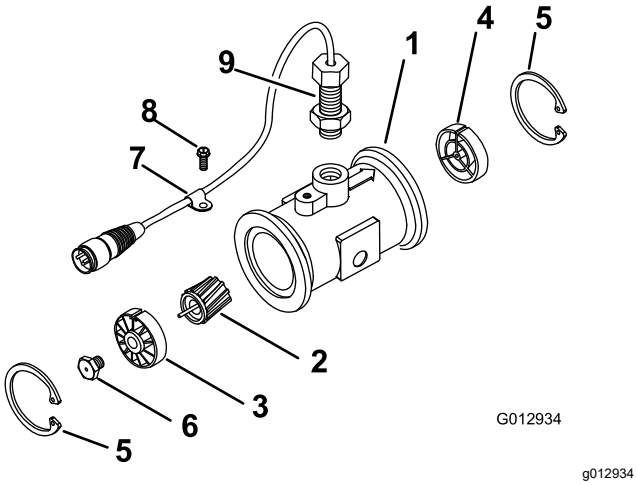

**Figura 66**
3. Remova o anel retentor do lado a montante (Figura 66).